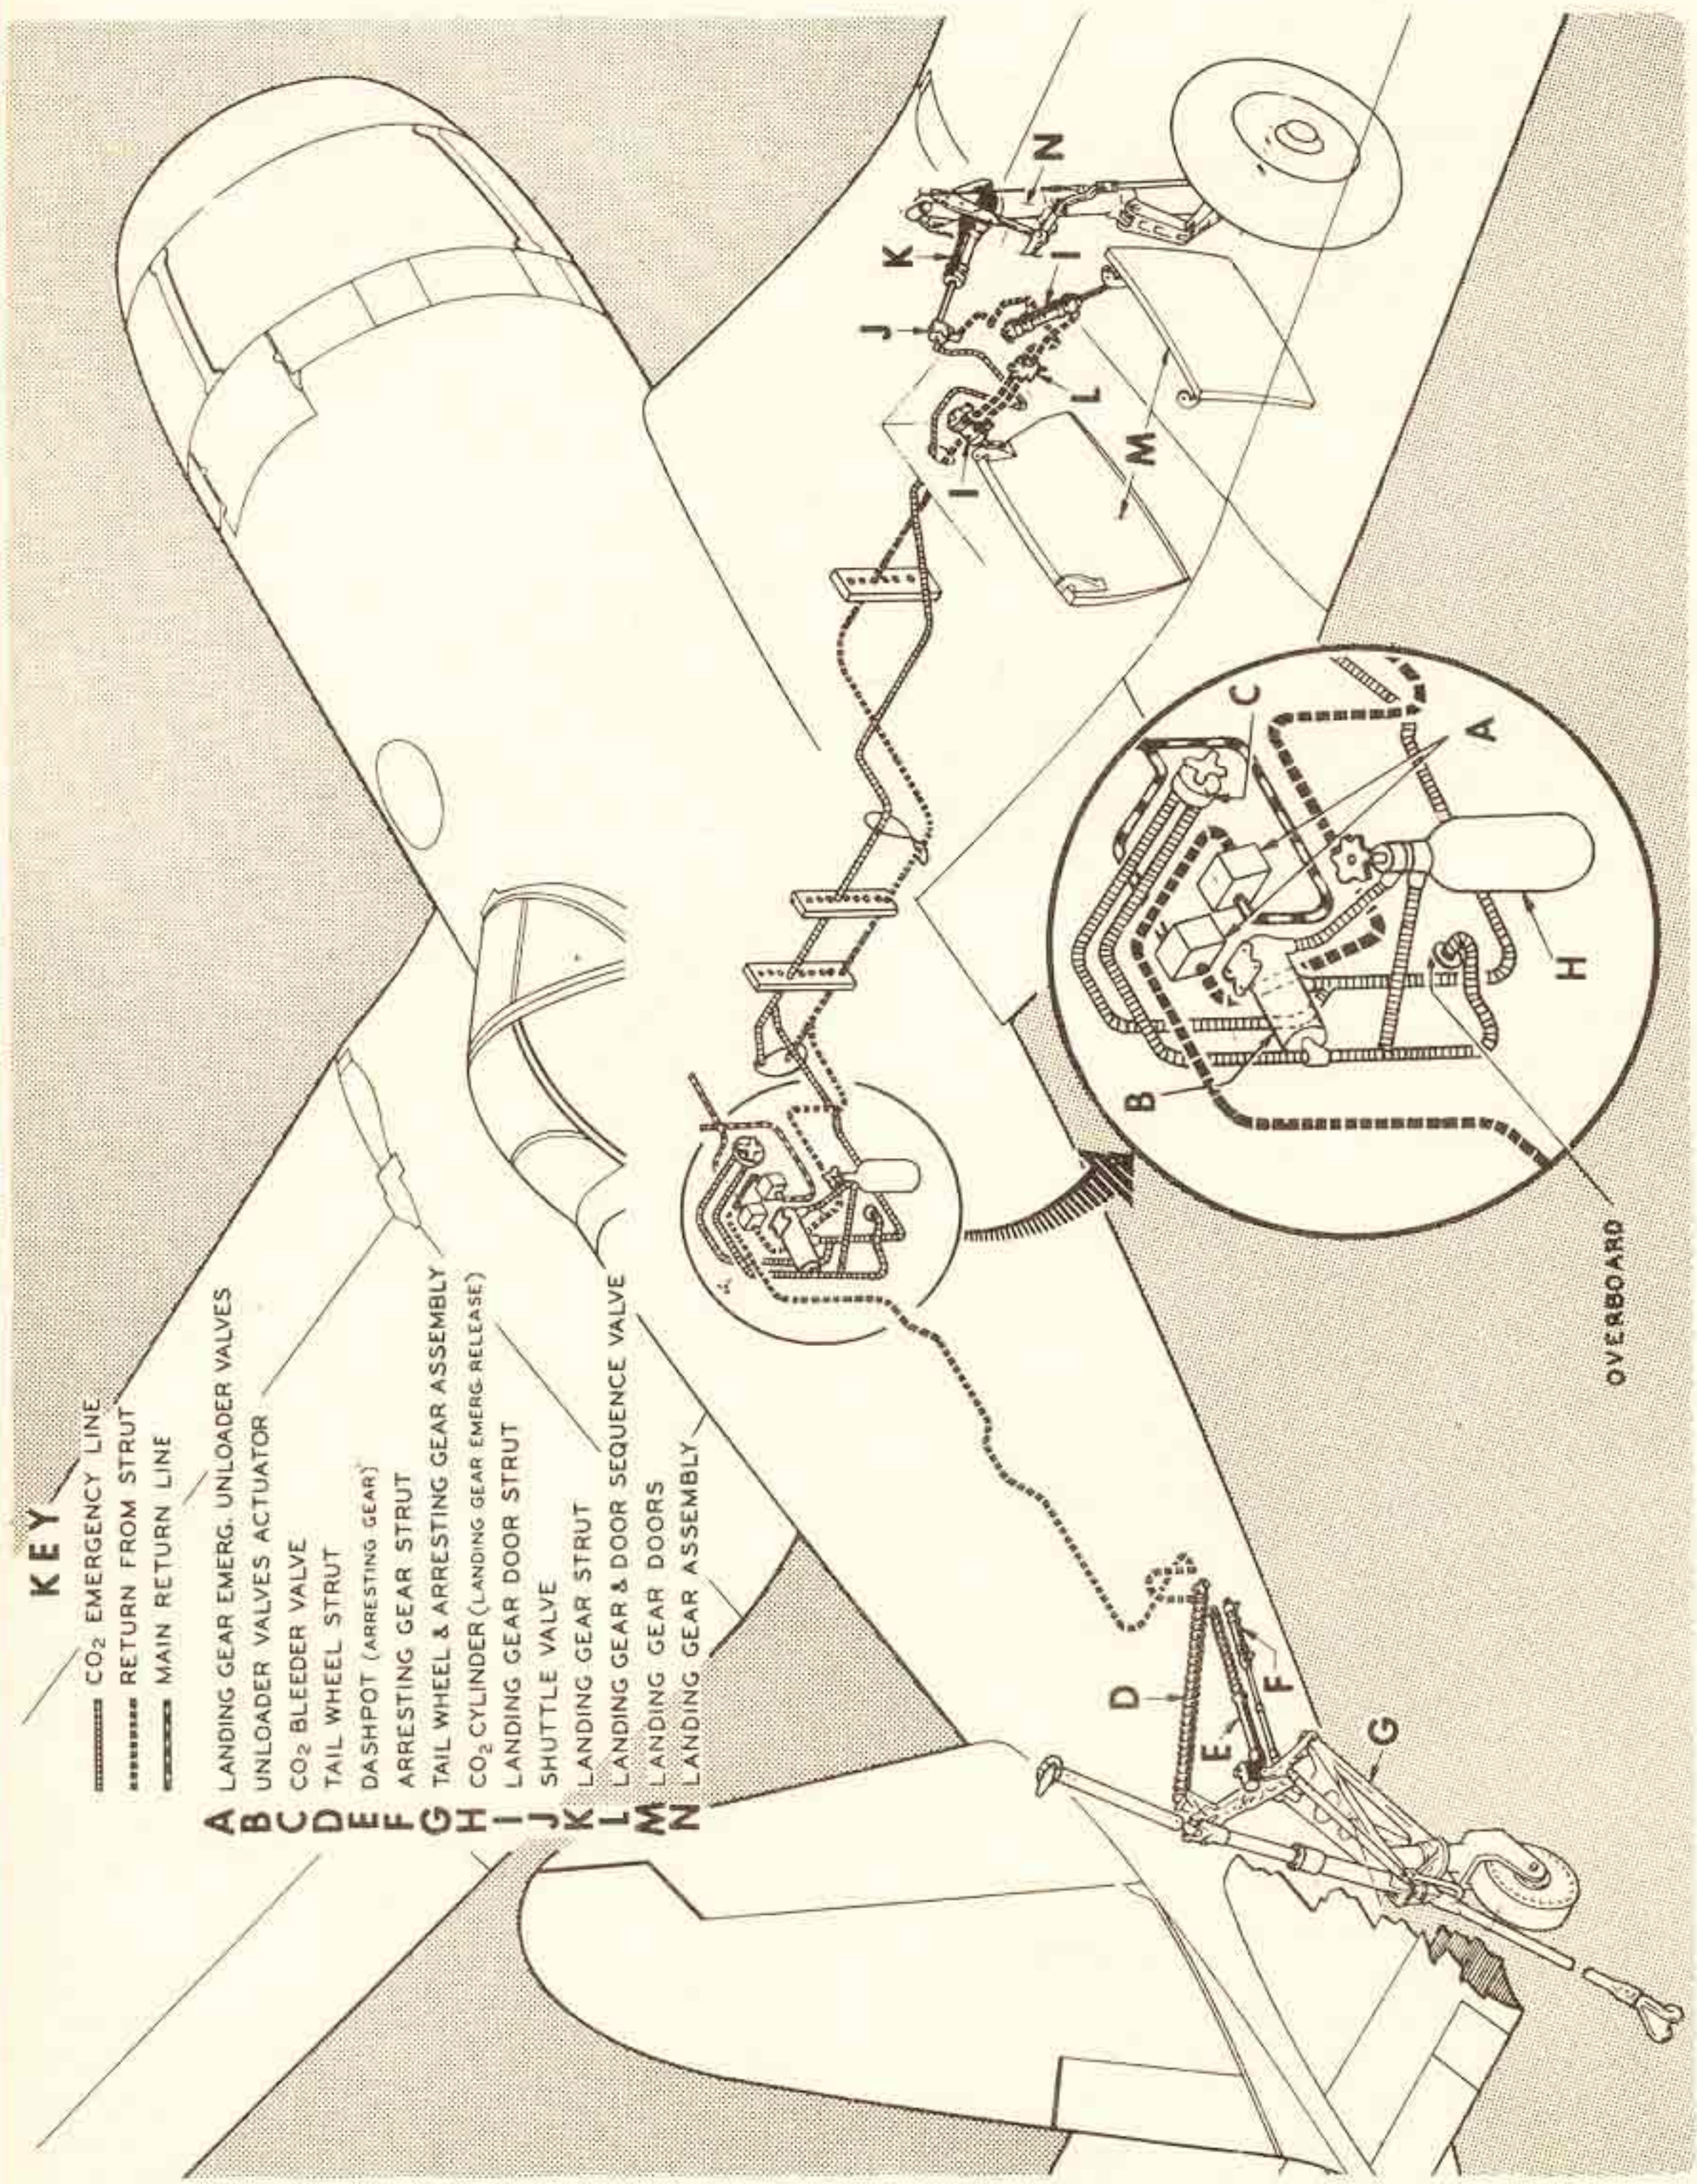

Figure 28—CO_2 System—Emergency Landing Gear Operation
a. The landing gear can be extended if there is complete failure of the hydraulic system, that is, even if no action can be obtained by operating the hand pump. The emergency gear extension is actuated by a CO_2 system on the main gear and a spring system on the tail wheel (see figure 28). However, before resorting to emergency landing gear extension, attempt to lower the gear with the hand pump, since subsequent retraction may be desired and will be impossible once the CO_2 system is operated. To lower the landing gear with the hand pump:
(1) Move the landing gear control to "DOWN."
(2) Operate the hand pump until the landing gear indicators show that the gear is fully down and locked.